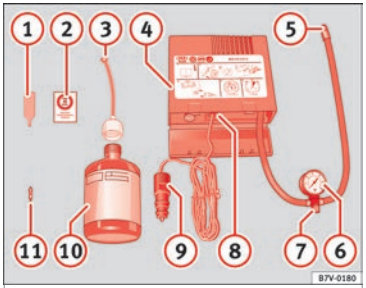

Fig. 59 Standard representation: contents of the anti-puncture kit.
- Unscrew the tyre valve cap and insert. Use the ››› Fig. 59 (1) tool to remove the insert. Place it on a clean surface.
- Shake the tyre sealant bottle vigorously ››› Fig. 59 (10).
- Screw the inflator tube ››› Fig. 59 (3) into the sealant bottle. The bottle's seal will break automatically.
- Remove the lid from the filling tube ››› Fig. 59 (3) and screw the open end of the tube into the tyre valve.
- Place the insert back into the tyre valve using the tool ››› Fig. 59 (1).
- Screw the compressor tyre inflator tube ››› Fig. 59 (5) into the tyre valve.
- Check that the air bleed screw is closed ››› Fig. 59 (7).
- Insert the connector ››› Fig. 59 (9) into the vehicle's 12-volt socket ››› page 133.
- Turn the air compressor on with the ON/OFF switch ››› Fig. 59 (8).